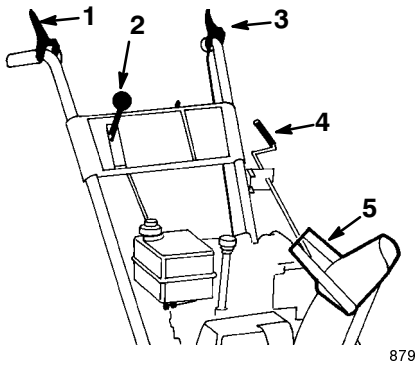

Figur 17
- **Reglage för matarskruv/impeller** (figur 17)—Tryck handtaget mot höger handtag för att koppla in både matarskruv och impeller. Släpp reglagehandtaget för urkoppling.
- **Hastighetsväljare** (figur 17)—Reglaget har fem lägen: två växlar bakåt och tre framåt. För växelväljaren till önskat läge vid val av hastighet. Reglaget låses i ett spår vid varje läge. De kan vara svårt att växla under hög belastning.
- **Reglage för hjuldrivning** (figur 17)—Reglaget måste klämmas mot vänster handtag vid inkoppling. Släpp reglaget för att stoppa drivningen.
- **Utkastarreglage** (figur 17)—Vrid utkastarreglaget medsols för att flytta utkastet åt höger och motsols för att få utkastet åt vänster.
- **Strålriktarhandtag** (figur 17)—För handtaget framåt för att sänka snöstrålen och bakåt för att höja strålen.
2. Se till att reglaget för matarskruv/impeller och hjuldrivningsreglaget är *urkopplade* (figur 17).
10. Flytta växelväljaren (figur 17) till ettan, kläm ner reglagehandtaget för hjuldrivning till handtaget och släpp det därefter. Om snöslungan flyttar sig framåt innan hjuldrivningsreglaget aktiveras eller efter reglaget släpps, se avsnittet *Justering av hjuldrivningen*, sidan 19.
4. Släpp reglagen för drivning och matarskruv/impeller (figur 17).